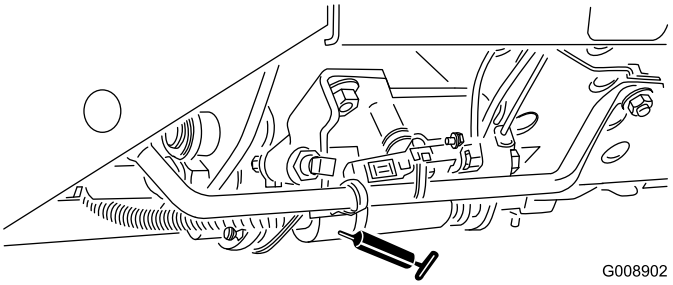

Figur 37
- Klippe/transportskyder (Figur 37)